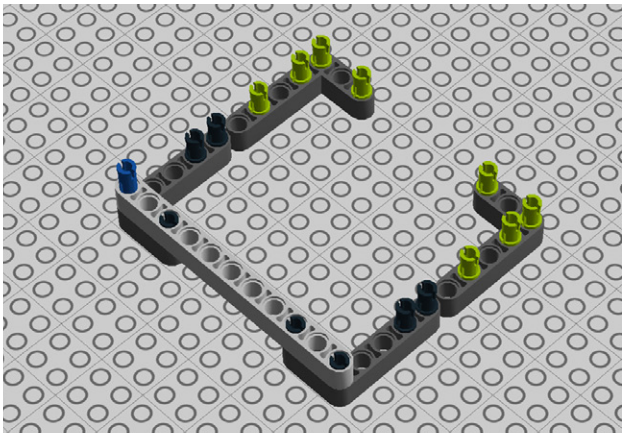

Figure 9-83. *Step 78: Inserting more pegs*
78. Add eight connector pegs to the beams (Figure 9-83).